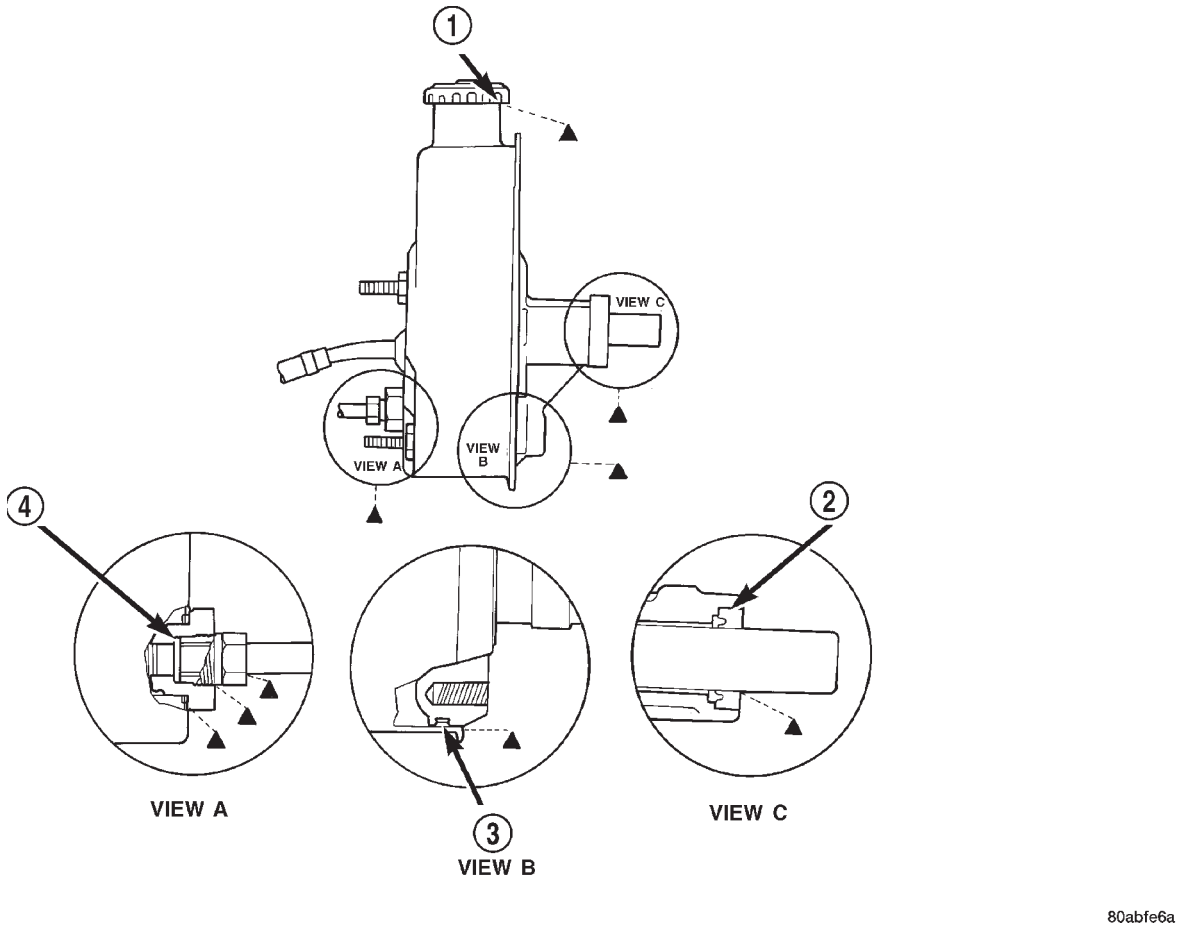

Fig. 2 POWER STEERING PUMP
(1) Possible pump leakage areas. (Fig. 2).